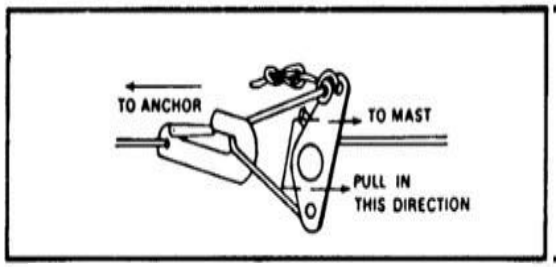

Figure 2-94 Pulling Guy Rope Tight
14. Pull the four side guy ropes, two upper and two lower, tight and secure them. Figure 2-94 and 2-95. Make sure the mast assembly is not pulled out of line.